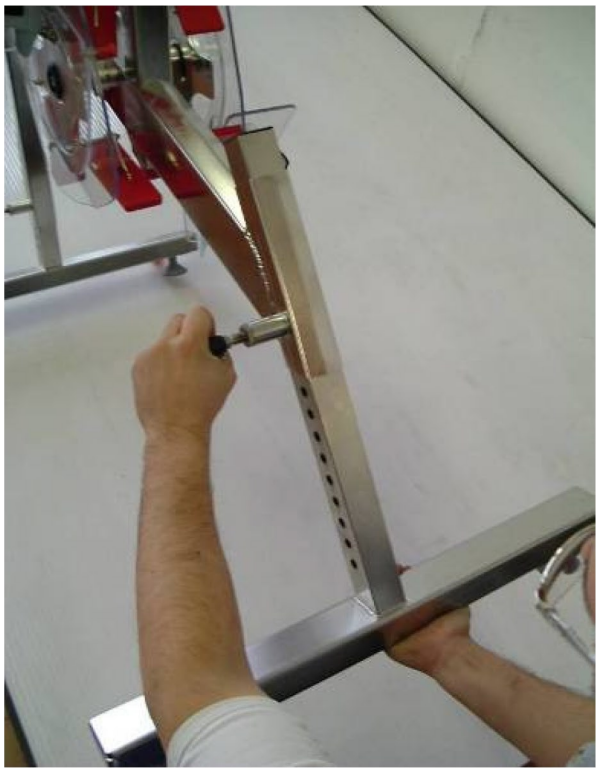

Abb. 1
(1) Den Arretierknopf für die Standschiene entgegen den Uhrzeigersinn lösen und nach außen ziehen;
(2) Das Rohr der Standschiene in den Rahmen einschieben, und das Loch für die ideale Höhe des Geräts im Schwimmbecken wählen;
(3) Den Arretierknopf loslassen, und die Standschiene verschieben, bis der Arretierbolzen im gewünschten Loch einrastet;
(4) Den Arretierknopf im Uhrzeigersinn drehen, bis das Rohr der Standschiene richtig fest sitzt **(Abb. 1)**.